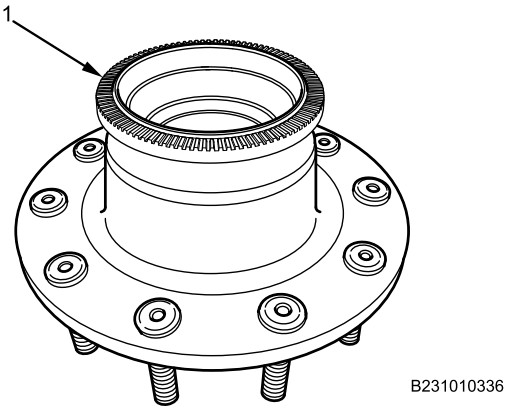

Figure 9. Antilock Brake System (ABS) Tone Ring Inspection
6. Inspect ABS tone ring (Figure 9, Item 1) for missing or damaged teeth. If damage is found, replace ABS tone ring.